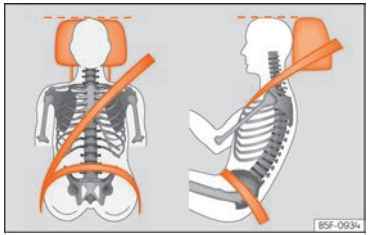

Fig. 19 Banda del cinturón y apoyacabezas ajustados correctamente.
- Ajuste el apoyacabezas de modo que el borde superior quede, en la medida de lo posible, a la altura de la parte superior de la cabeza, en ningún caso por debajo de los ojos. Mantenga la nuca lo más cerca posible del apoyacabezas ››› fig. 19.
- Ajuste longitudinalmente el asiento de forma que pueda pisar a fondo los pedales con las rodillas ligeramente flexionadas y que quede una distancia entre la zona de las rodillas y el tablero de instrumentos de al menos 10 cm (4 pulgadas) ››› fig. 19.